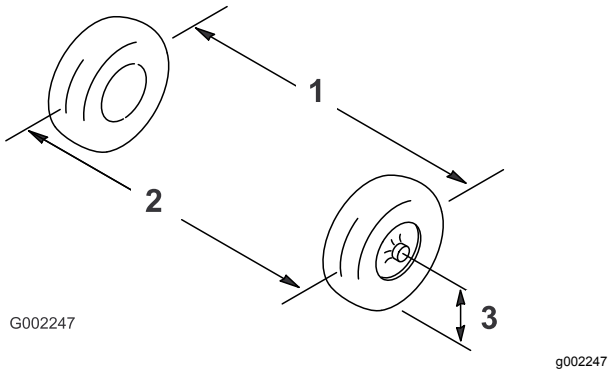

Figur 83
2. Mål avstanden mellom begge forhjulene ved akselhøyde, både foran og bak på forhjulene (Figur 83).
8. Start motoren med lokket løst på radiatoren (Figur 83).